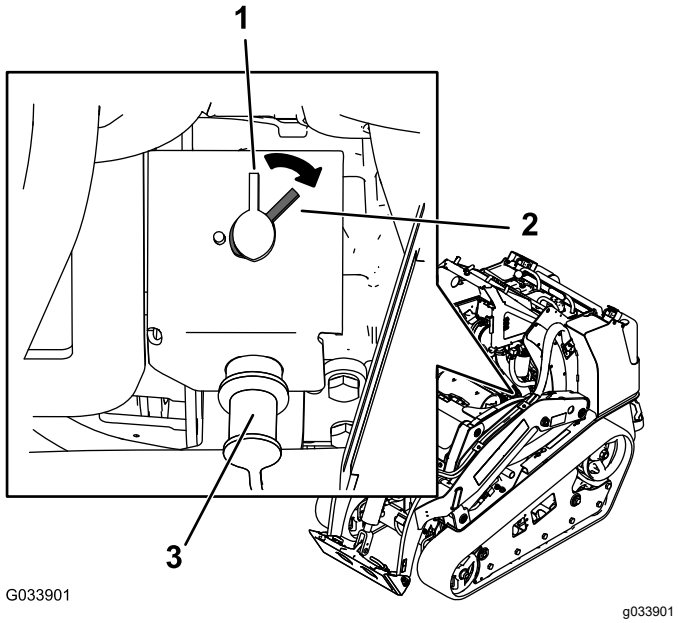

Figura 48
- Para que la máquina reciba energía eléctrica, gire el interruptor de desconexión de la batería en sentido horario a la posición de ENCENDIDO (Figura 48).
- Para que la máquina deje de recibir energía eléctrica, gire el interruptor de desconexión de la batería en sentido antihorario a la posición de APAGADO (Figura 48).